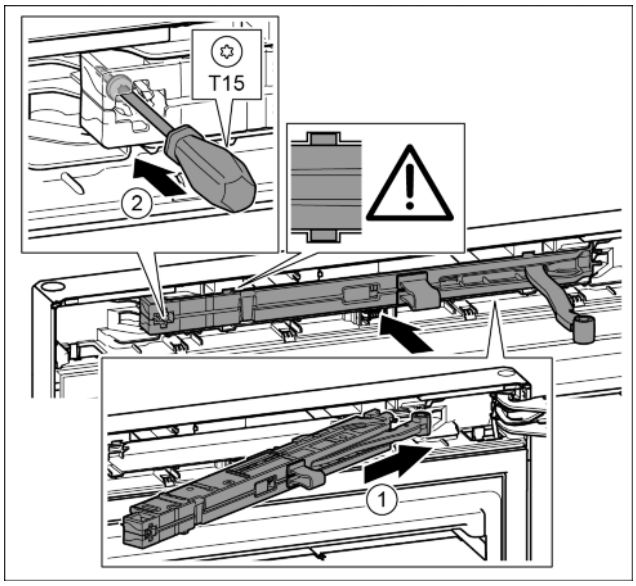

*Fig. 39*
- ▶ Slide the soft-stop mechanism on the bearing bracket at an angle into the gap as far as the limit stop. *Fig. 39 (1)*
- ▶ Tighten the screw with the T15 screwdriver. *Fig. 39 (2)*